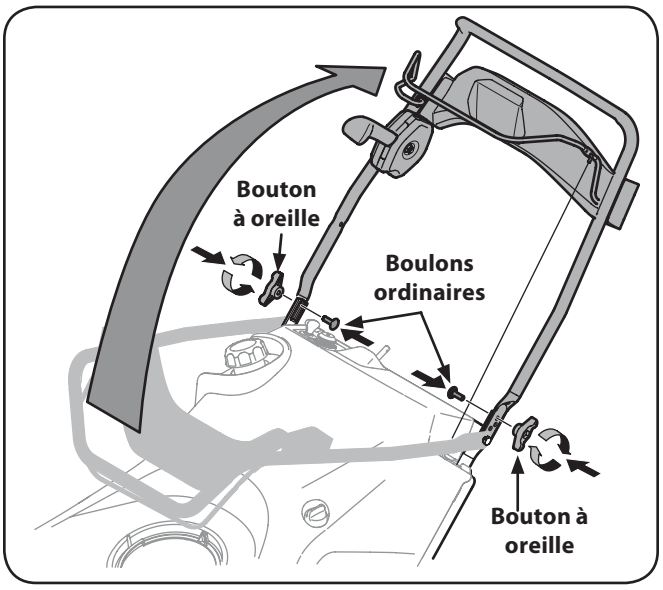

Figure 3-2
2. Placez le guidon supérieur en position de travail. Faites attention de ne pas pincer les câbles. Voir la Figure 3-2.